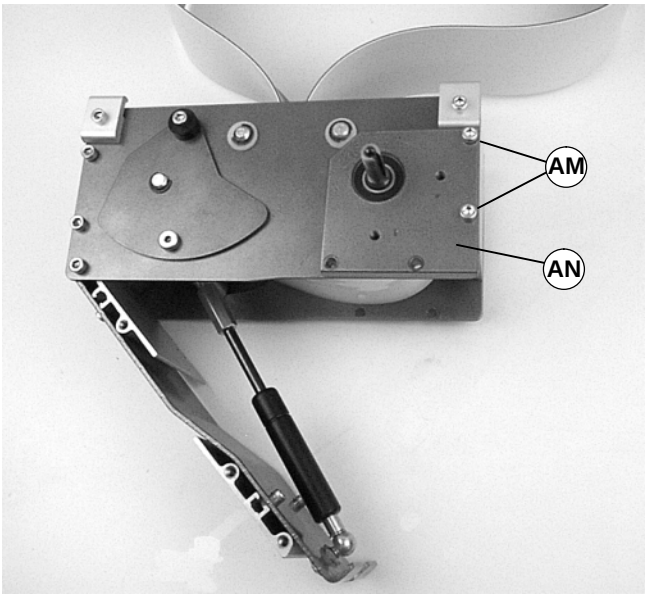
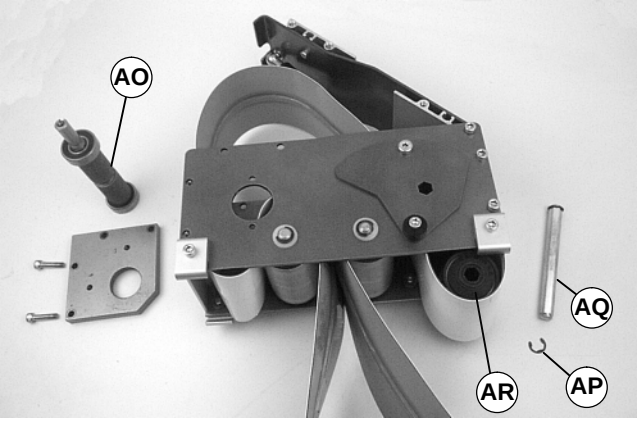
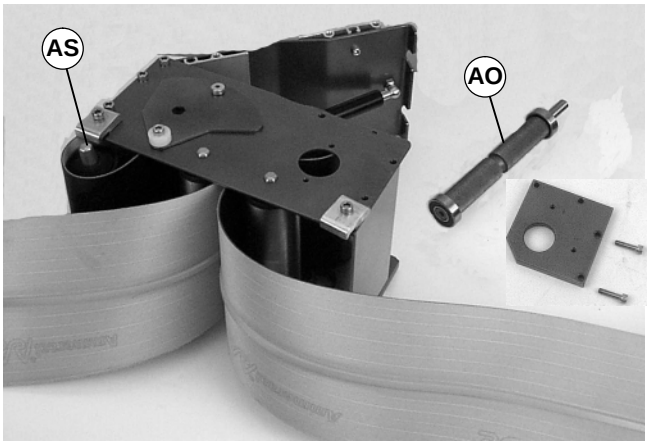

Abbildung 27
Abbildung 28
Abbildung 29
1. Die zwei (2) Schrauben (AM in Abbildung 27) entfernen. Die Spannplatte zum Antrieb entfernen (AN).
2. Die Antriebsrolle [AO siehe Abbildung 28, für 44 mm, 70 mm oder 95 mm breite Förderer] oder [AO siehe Abbildung 29] 127 mm oder breitere Förderer] abnehmen.
- Bei 44 mm, 70 mm oder 95 mm breiten Förderern den Sprengring (AP siehe Abbildung 28) abnehmen. Umlenkwelle (AQ) und Umlenkspindel abnehmen (AR).
- Bei 127 mm oder breiteren Förderern beide Seiten der gefederten-Welle eindrücken und Umlenkrolle abnehmen (AS siehe Abbildung 29).
3. Die Umlenkrolle mit Nut (AR siehe Abbildung 28 oder AS siehe Abbildung 29) in die Bandschlaufe legen und wieder in das Mittenantriebsmodul einsetzen. Siehe Abschnitt „Ausbau des Gurtes vom Mittenantriebsmodul“ und Schritt 3 auf Seite 11in umgekerter Reihenfolge ausführen.
4. Die Antriebsrolle (AO siehe Abbildung 28 oder 29) in die Bandschlaufe legen und wieder in das Mittenantriebsmodul einsetzen. Siehe „Abschnitt Ausbau des Gurtes vom Mittenantriebsmodul“ und Schritte 1 und 2 auf Seite 10 in umgekehrter Reihenfolge ausführen. Die Schrauben (AM siehe Abbildung 27) mit 9 Nm festziehen.